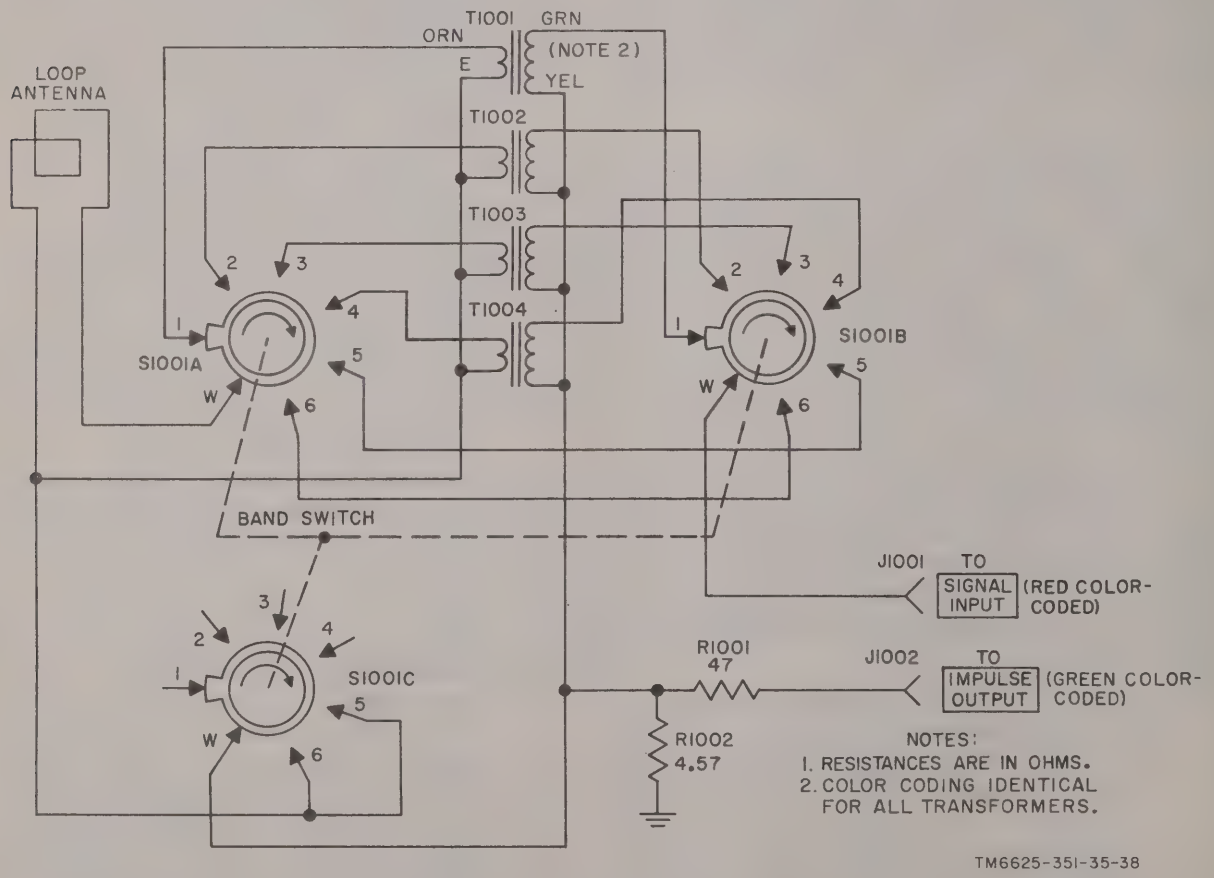

Figure 36. Antenna AT-1026/URM-85, schematic diagram.
a. Antenna AT-1029/URM-85. This loop antenna (fig. 36) consists of a single turn of wire and a base which houses matching transformers, an injection network for the impulse generator signal, and a band switch to select one of the six bands corresponding in frequency to that inscribed on the front panel of tuning unit 1. The loop itself consists of a single turn of wire enclosed in an electrostatic shield. Therefore, the loop is relatively insensitive to the electric field component of radio energy but is highly responsive to the magnetic field component. Because of the single turn of wire in the loop itself, this antenna has an extremely low-output impedance match.